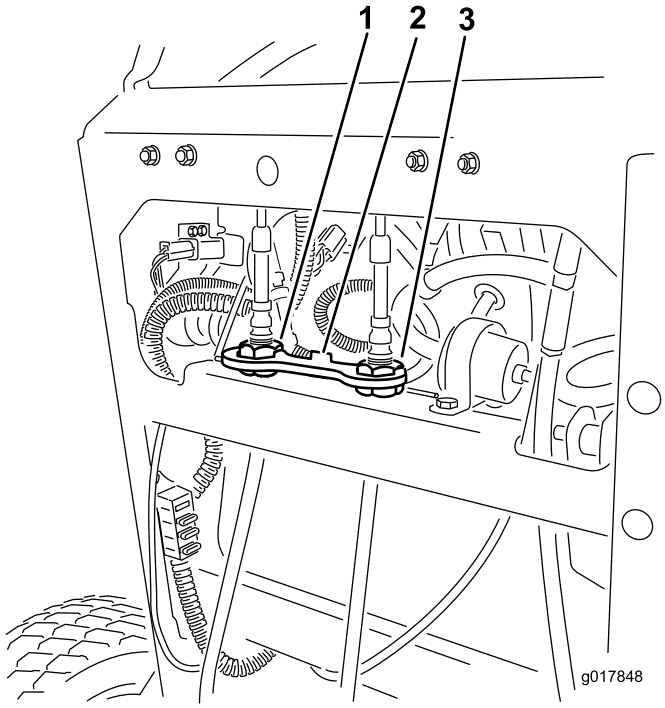

Figur 71
6. Monter kabellåsen på kablets justeringsmøtrikker for at låse justeringen fast (Figur 71).